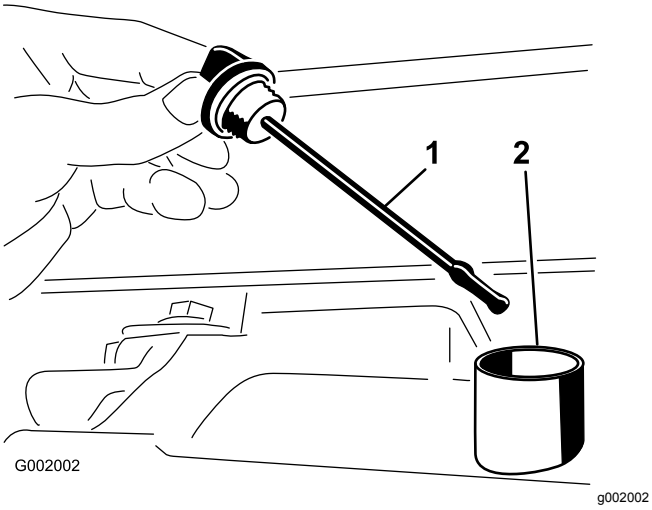

**Figuur 52**
2. Verwijder de peilstok en veeg deze af met een schone doek (Figuur 52).